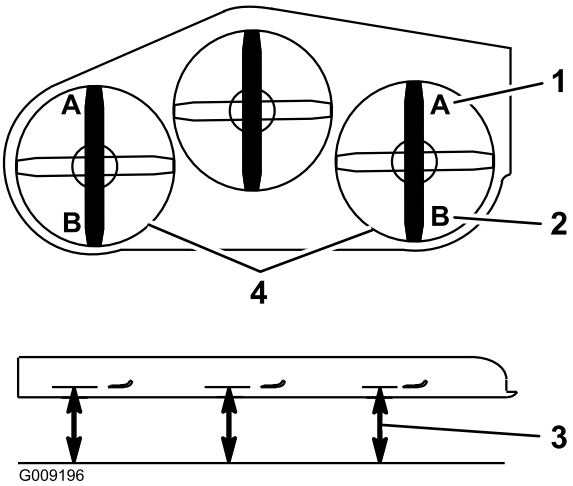

Figuur 86
9. Meet aan beide zijden van het maaidek vanaf het horizontale oppervlak tot de voorste punt van het maaimes (punt A). De afstand moet 7,6 cm bedragen (Figuur 86).
15. Meet aan beide zijden van het maaidek vanaf het horizontale oppervlak tot de achterste punt van het maaimes (punt B). De afstand moet 8,3 cm bedragen (Figuur 86).